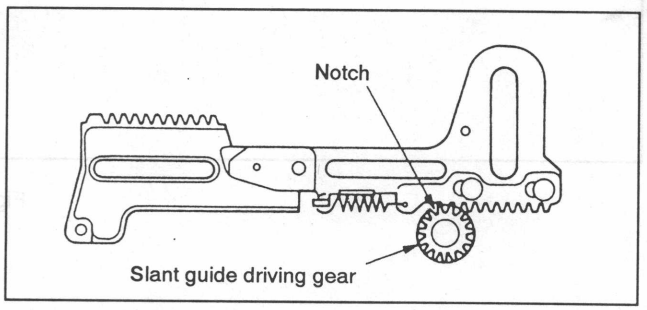

Fig. 7-33.
Note: At this time, check the engagement position of the slant guide driving gear and L slider section assembly gear. (See Fig. 7-33.)
8) Shift the notch section of the slant guide driving gear one tooth from the leftmost tooth of the L slider assembly, and engage. (See Fig. 7-33.)